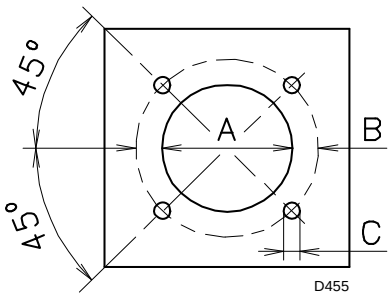

**Fig. 11**
Percer la plaque de fermeture de la chambre de combustion de la manière indiquée sur la Fig. 11. On peut se servir de l'écran thermique fourni avec le brûleur pour tracer la position des trous filetés.
- ➤ Introduire tout le brûleur sur le trou de la chaudière, précédemment prédisposé, comme illustré sur la Fig. 11, et le fixer avec les vis fournies de série.